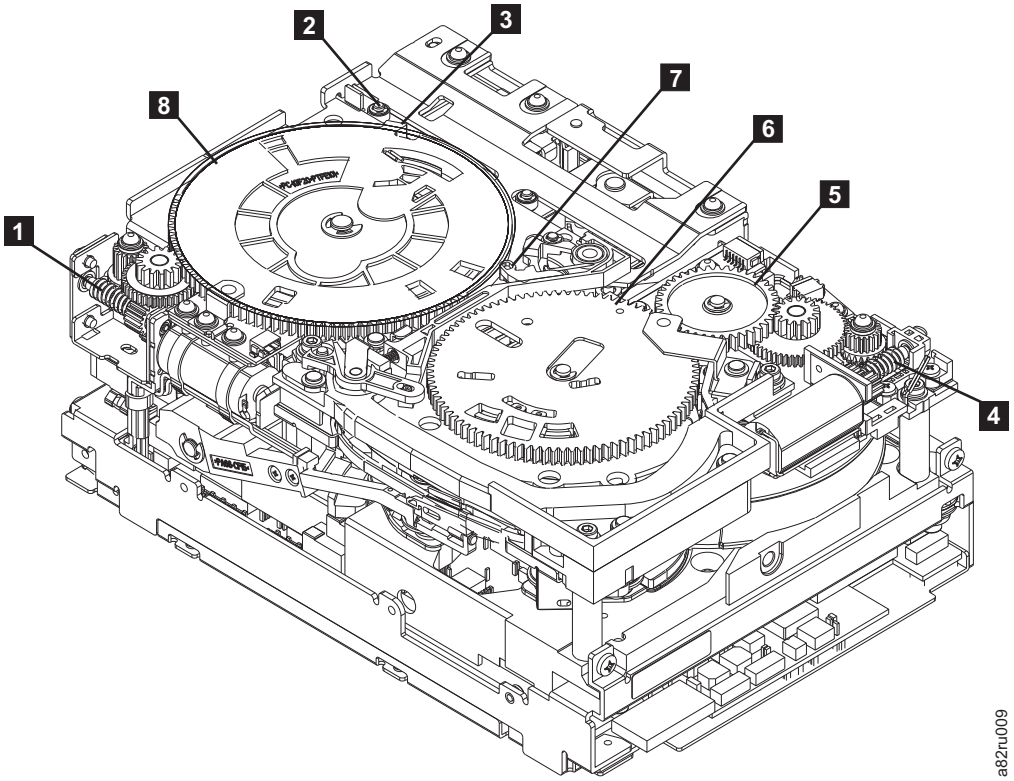
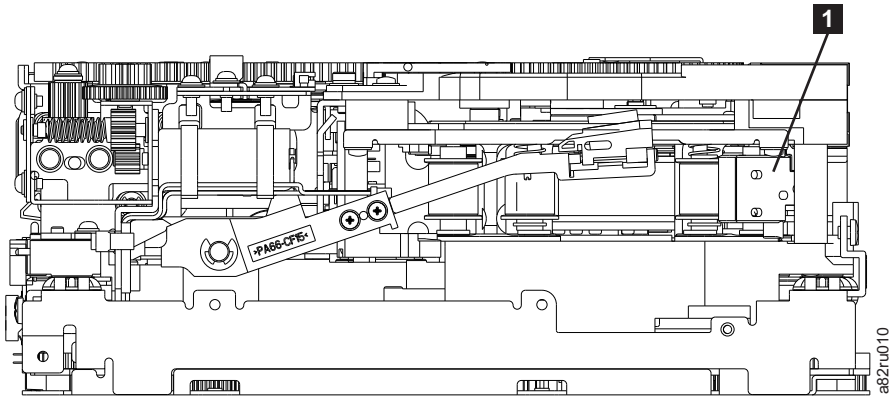

Figure 7-155. Drive with cover removed to reveal gear train.
Figure 7-156. Leader Block Assembly (LBA)
6. Locate the threader motor worm gear (**4** in Figure 7-155 on page 7-141) on the rear of the drive. You can either:
a. Use your finger to rotate the treader motor worm gear and slowly rotate the threader mechanism gear (**6** in Figure 7-155 on page 7-141) clockwise; OR
b. Use a #1 flathead screwdriver to turn the worm gear (**9** in Figure 7-155 on page 7-141) clockwise.
This rotates the threader motor worm gear (**4** in Figure 7-155 on page 7-141) clockwise, drawing the LBA into the cartridge.
7. As the tape leader block assembly (LBA) is secured in the cartridge, you should hear the LBA retention spring clips click into place. If you do not hear the click, continue rolling until the threader motor worm gear (4 in Figure 7-155) stops. The LBA is in the correct position.
a. Loader mechanism gear (6 in Figure 7-155) nearest the front of the drive that actuates the cartridge loader mechanism.
b. Position of the rotate stub (3 in Figure 7-155).
c. Front loader motor worm gear (1 in Figure 7-155). Rotating this gear allows the loader mechanism gear (8 in Figure 7-155) to turn.
9. Rotate the loader motor worm gear (1 in Figure 7-155) to turn the threader mechanism gear (6 in Figure 7-155) counterclockwise. Continue turning until the rotator stub (3 in Figure 7-155) loses contact with the lever (7 in Figure 7-155). This releases the LBA leader pin.
10. Rotate the threader motor worm gear (**4** in Figure 7-155 on page 7-141) to turn the threader mechanism gear (**6** in Figure 7-155 on page 7-141) counterclockwise. This moves the LBA out of the cartridge and past the read/write head. Stop this rotation when the LBA is near the tape guide roller nearest the rear of the drive shown as **1** Figure 7-156.
11. Continue rotating the loader motor worm gear (**1** in Figure 7-155 on page 7-141) until the rotator stub (**3** in Figure 7-155 on page 7-141) is positioned as shown. Notice that the rotator stub (**3** in Figure 7-155 on page 7-141) is nearly aligned with the cartridge loader tray guide bearing (**2** in Figure 7-155 on page 7-141).